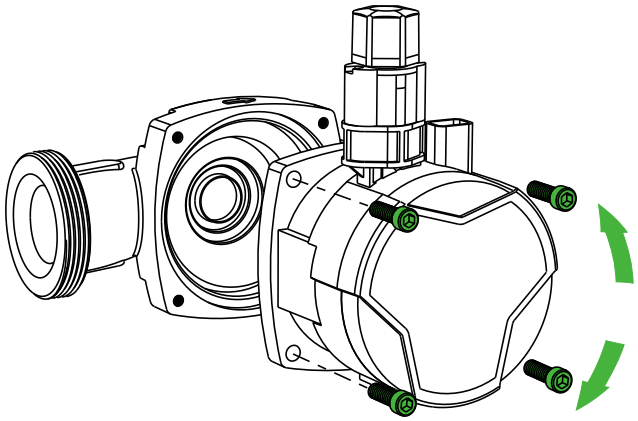

Рис.6 Винты крепления статора.
2) Открутить винты крепления статора к чугунному основанию насоса, используя 6-ти гранный ключ (см. Рис.6).